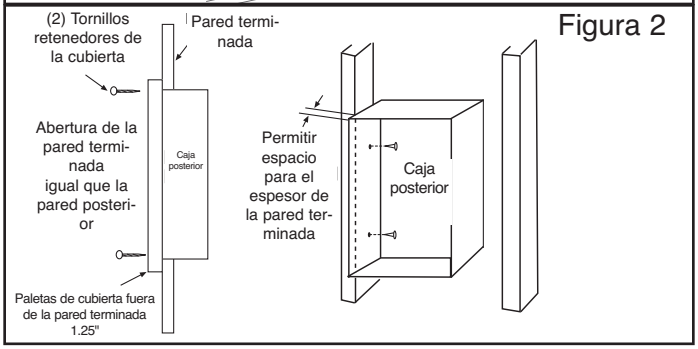

Figura 2
1. Determinar cuál lado de la caja posterior se va a montar contra un montante de pared o vigueta de cieloraso (ver la Figura 2). Al instalar la caja posterior, permitir espacio para el espesor de la pared terminada. El borde de la caja posterior debe instalarse al ras con la superficie terminada. Se proporcionan marcas en el lado de la caja posterior para paredes terminadas de 1/2" ó 5/8".
3. Colocar la caja posterior en posición sobre la ubicación deseada del montante de pared o vigueta de cieloraso, y asegurar usando dos clavos o tornillos según se muestra en la Figura 2.
NOTA B: Se han provisto orificios guía para un tornillo No. 8 de lámina de metal, a los lados de la caja posterior (Ver la Figura 2).
1. Determinar cuál de los lados de la caja posterior se va a montar contra un montante de pared o vigueta de cieloraso. Ver la Figura 2.